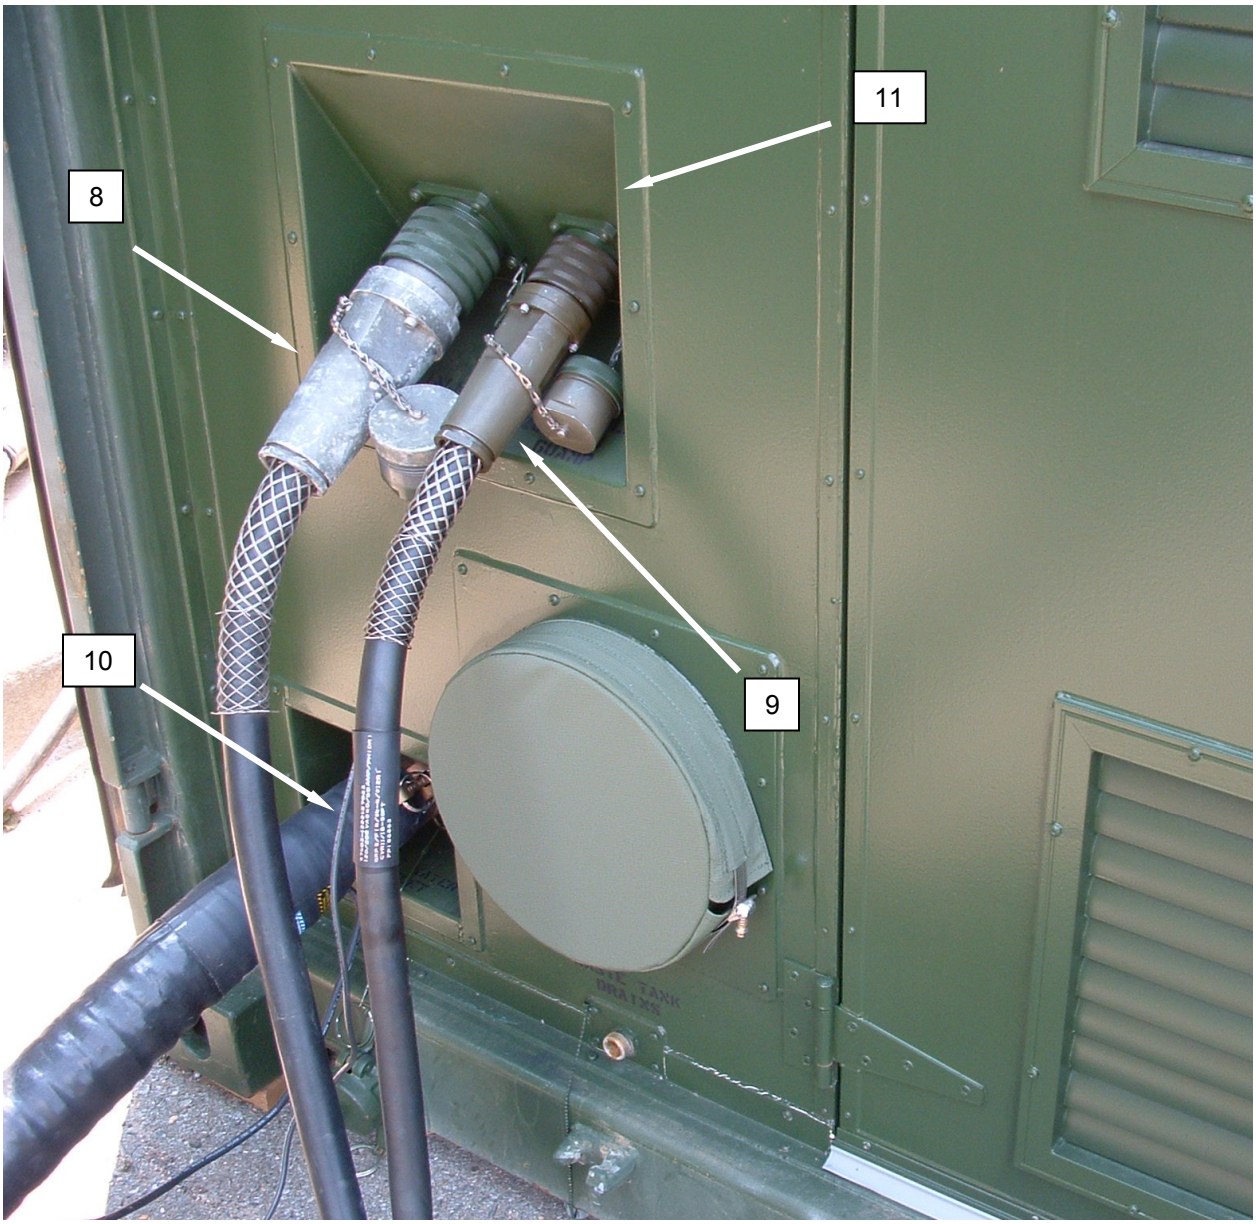

Figure 21. Disconnect Cables and Install Dust Caps during NBC Imminent or Actual Attack.
6. Disconnect the 100 A cable **(Figure 21, Item 8),** 60 A cable **(Figure 21, Item 9)** and the ground wire **(Figure 21, Item 10)** from the main power service panel **(Figure 21, Item 11).**